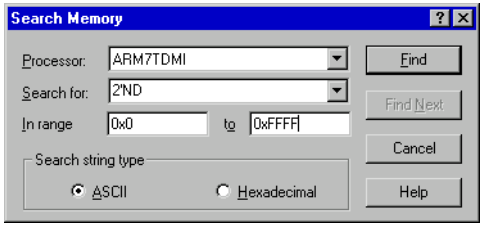

Figure 3-9 Searching for a string in memory
4. Enter `2'ND` in the **Search for** field, set the **In range** and **to** addresses to `0x0` and `0xFFFF`, and select **ASCII** for the Search string type, as shown in Figure 3-9.